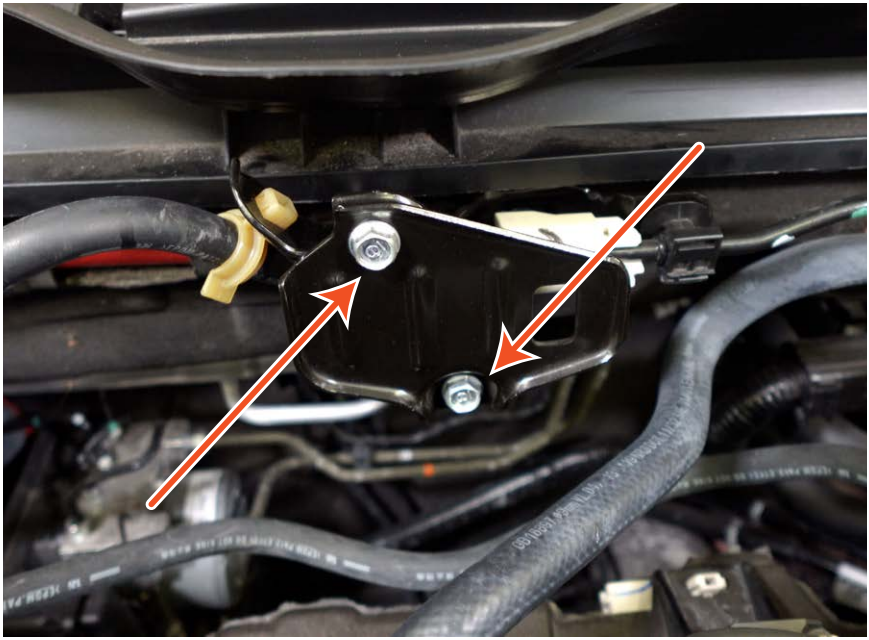

Figure 2 - 10th Gen Cover Plate
a. **Figure 2** shows 10th generation fuel line cover.